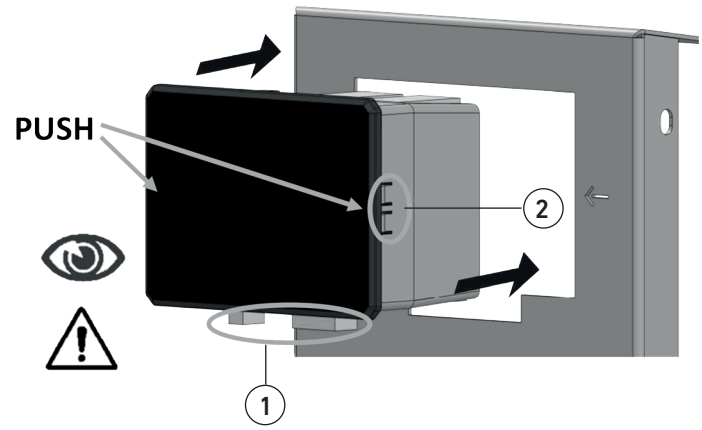

fig. 23
- Effectuer une connexion correcte du dispositif (NE PAS inverser les connecteurs, respecter les connexions données par le fabricant) et faire attention à la direction dans laquelle la centrale doit entrer (fig. 23 détail 1) ;
- Pour mettre le composant en place, appuyer sur les bords latéraux de la centrale près des flèches, comme indiqué sur la fig. 23. Lorsque le composant a atteint la butée, les dents latérales (fig. 23 détail 2) émettent un « clic » indiquant l'ancrage correct à la tôle.